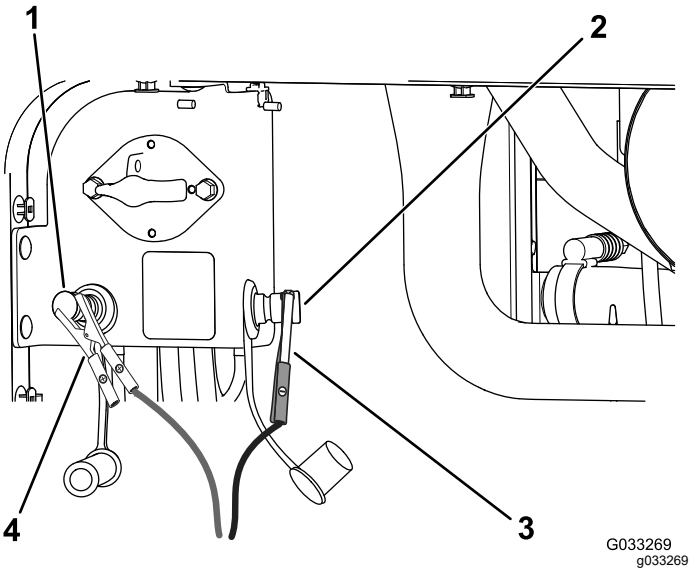

**Figuur 110**
4. Verbind de pluskabel van de acculader met de positieve startpool (Figuur 110).
5. Verbind de minkabel van de acculader met de negatieve startpool (Figuur 110).
7. Zodra de accu's volledig opgeladen zijn, maakt u de acculader los van de voeding en maakt u vervolgens de oplaadkabels los van de startpolen (Figuur 110).